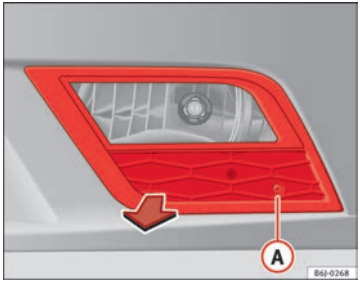

Fig. 160 Front fog light
– Remove the bolt ⇒ Fig. 160 (A) from the fog light grille with a screwdriver.